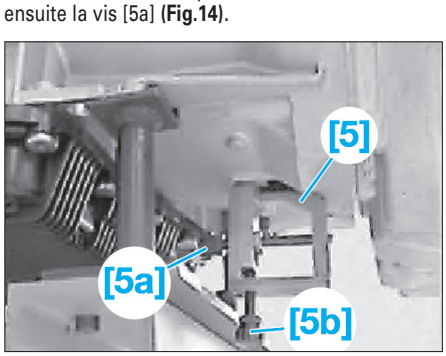

Fig. 14
• Mettre en place l'outil [5] dans l'évidement du carter de boîte et le serrer légèrement avec la vis [5a]. Le soulever et le bloquer avec la vis [5b]. Serrer ensuite la vis [5a] **(Fig.14)**.